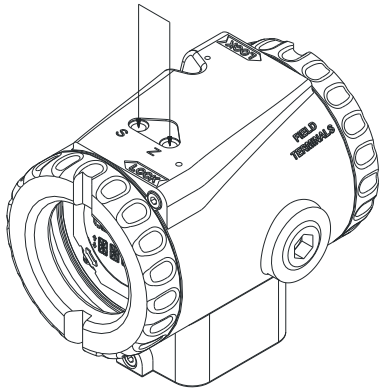

Figura 5.2 – Ajuste Local de Zero e Span
O transmissor tem, sob a placa de identificação, dois orifícios que permitem a colocação da chave magnética para que seja feito o Ajuste Local. Veja a Figura 5.2.
- Insira a chave magnética em (**Z**) (veja Figura 5.2);